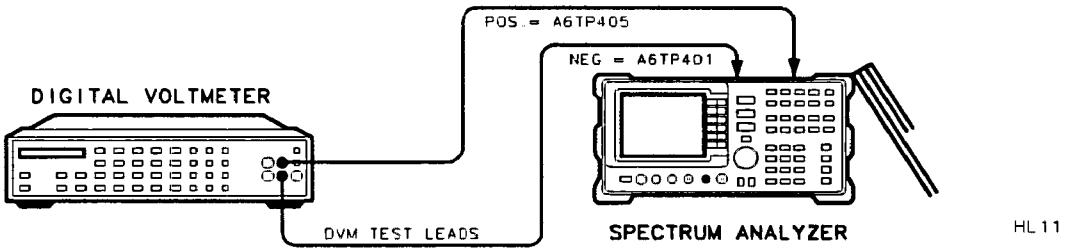

Figure 2-1. High Voltage Power Supply Adjustment Setup
2. Position the spectrum analyzer as shown in Figure 2-1. Connect the positive DVM lead to A6TP405 and the negative DVM lead to A6TP401.